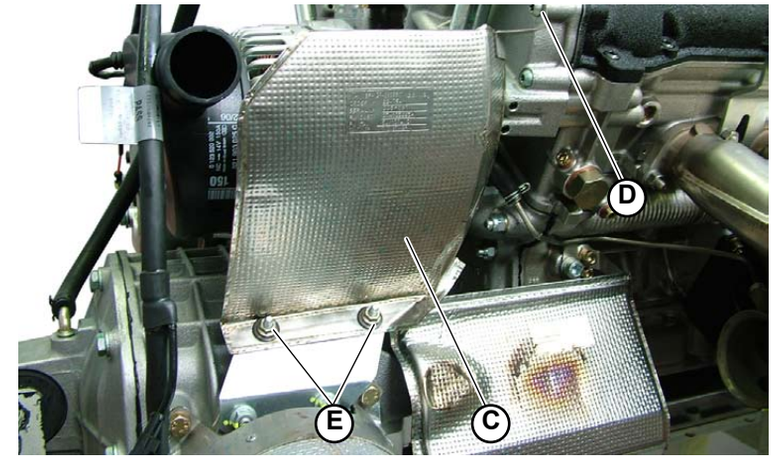

Fig.2
4. Remove the alternator's heat-proof panel (**C-Fig.2**), unscrewing the screw (**D-Fig.2**) and the 2 bolts (**E-Fig.2**).